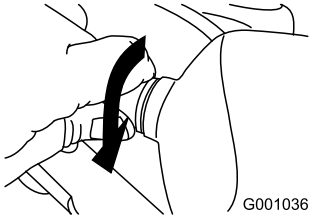

Figur 54
5. Vrid lampsockeln medsols tills den är ordentligt åtdragen (Figur 54).